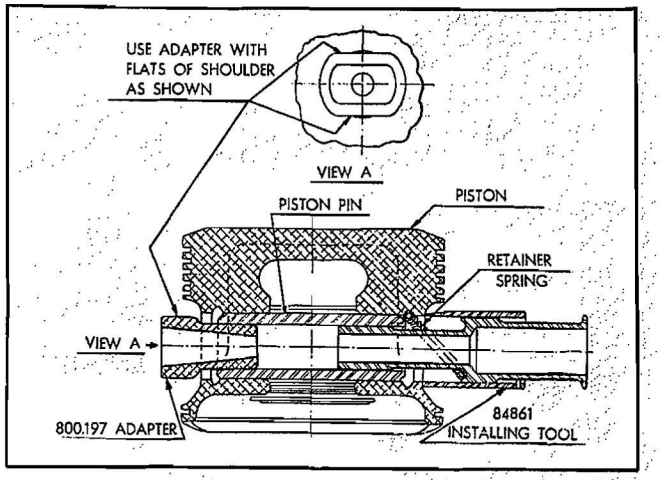

Figure 229—Installing Rear Piston Pin Retainer
c. To install a piston pin retainer in the groove on the rear side of the piston, place the retainer spring on the installing tool (Tool No. 84861) with the spring joint approximately 90 deg either side of the cut-out in the tool. Refer to Figure 229. Install a piston pin in the piston with the large diameter of the chamfer on the pin flush with the inner edge of the groove in the piston. Insert the end of the installing tool in the piston pin from the side of the piston in which the retainer is to be installed, with the cut-out surface